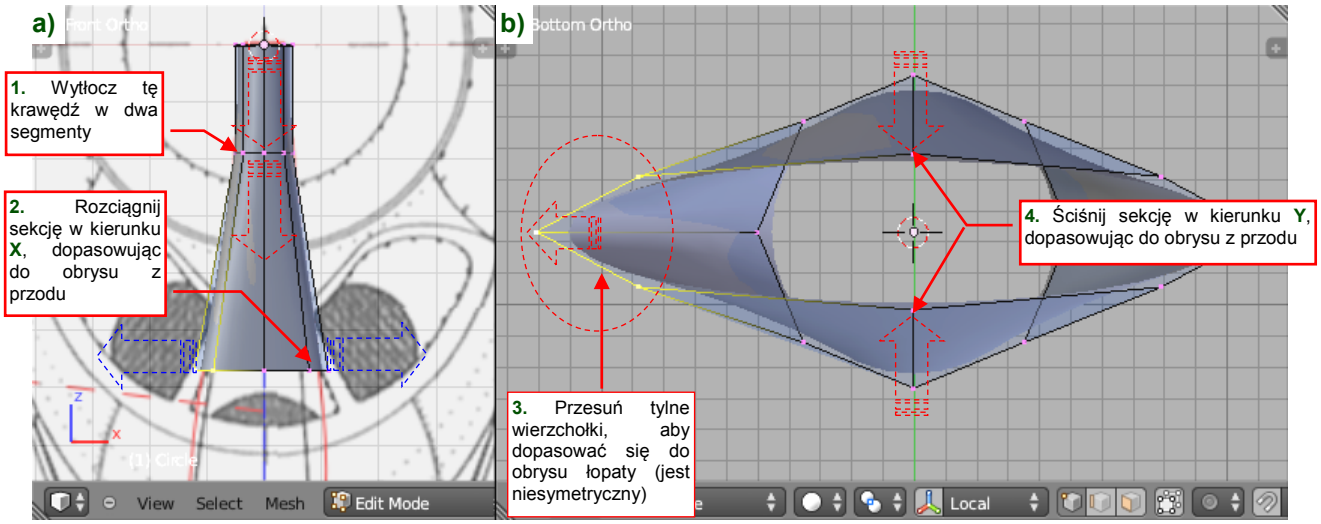

Rysunek 3.3.3 Początek formowania łopaty — pierwszy przekrój poprzeczny (nie licząc osi).
- przesuń trzy wierzchołki (G — por. str. 332) z lewej, by dopasować rozmiar tej sekcji do lewej krawędzi obrysu łopaty śmigła (Rysunek 3.3.3).
Powinieneś uzyskać niesymetryczny kształt, przypominający końcówkę odkurzacza (Rysunek 3.3.3):